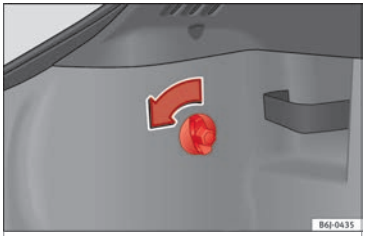

Fig. 195 Access to tail lights.
– Turn the bolt in the direction of the arrow, by hand or with a screwdriver ››› **Fig. 195**.
– Remove the connector from housing (A) ››› **Fig. 195**.